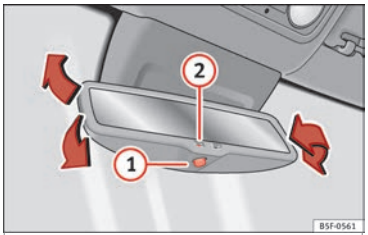

Bild 24 Backspegel med automatiskt bländskydd.
Slå på den automatiska bländskyddsfunktionen: Tryck in knappen (1) »» **bild 24**. (2)-kontrollampan lyser upp och vid ljus mörkas backspegeln ner.